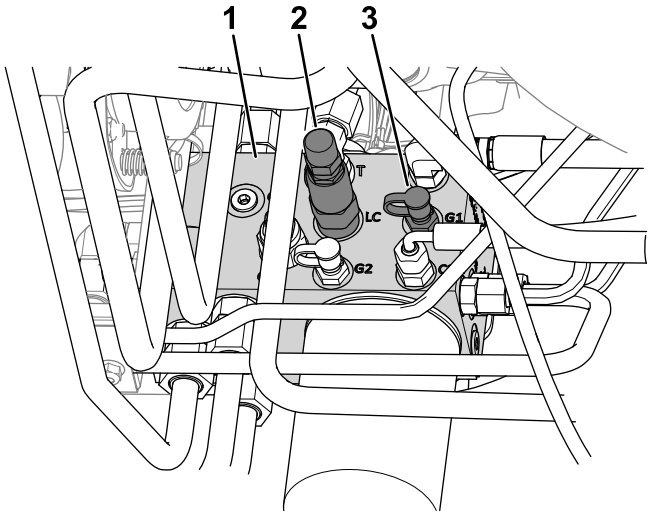

Figura 21
2. Válvula de transferencia de peso (LC)
6. Afloje la contratuerca del extremo de la válvula de transferencia de peso (marcado LC; consulte Figura 21).